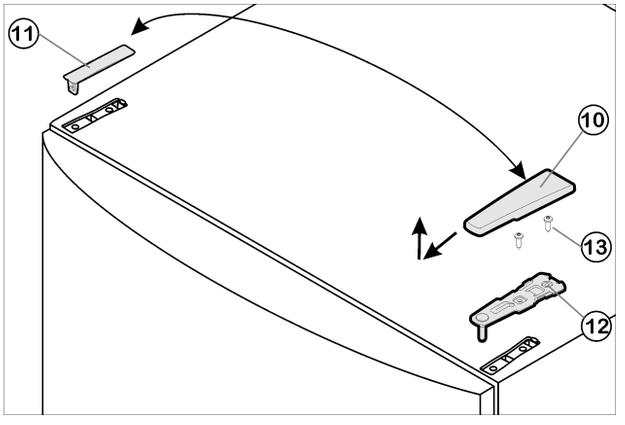

*Fig. 9*
▶ Enlever le cache *Fig. 9 (10)* vers l'avant et le haut.
▶ Retirer le cache *Fig. 9 (11)*.
▶ Dévisser le *Fig. 9 (12)*support d'appui supérieur (2 Torx® 25) *Fig. 9 (13)* et retirer vers le haut.
▶ Placer le support d'appui supérieur *Fig. 9 (12)* sur le nouveau côté charnière de porte.
▶ Visser le support d'appui supérieur à fond (avec **4 Nm**) (2 Torx® 25) *Fig. 9 (13)*. Pointer les trous de vissage ou utiliser une visseuse sans fil.
▶ Faire encliqueter le cache *Fig. 9 (11)* et le cache *Fig. 9 (10)* du côté opposé.